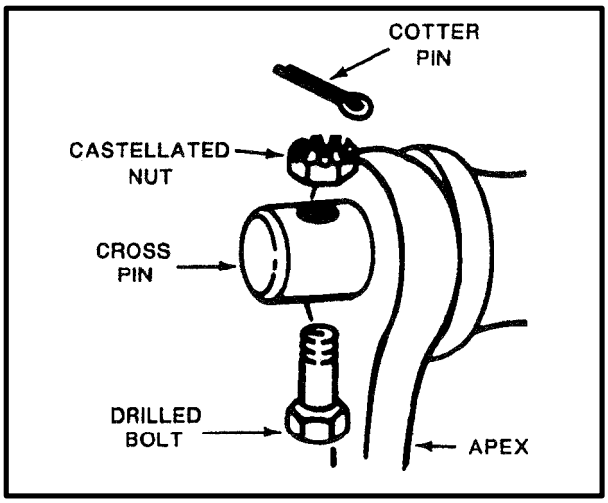

*Figure 6-13. Bolt Assembly*
**(2)** Remove the bolt from the pin (Figure 6-13).